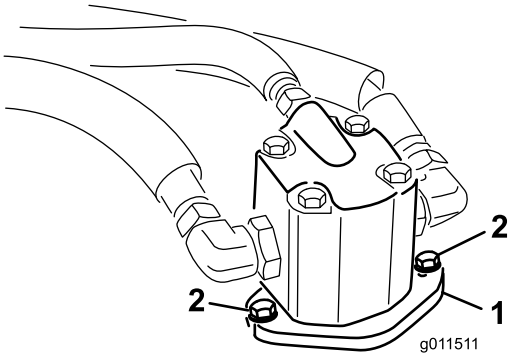

Figur 74
4. Avlägsna de bultar som fäster hydraulmotorn på klippdäcket (Figur 74).